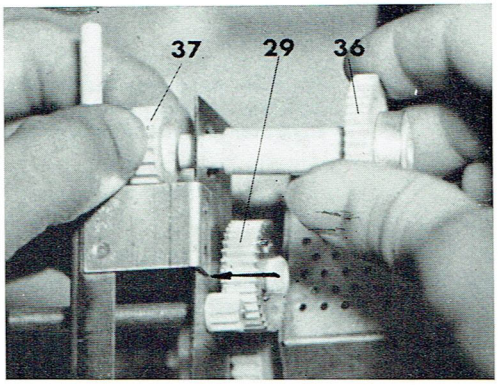

fig. 28
4° Remettre en place le pignon (37) puis le pignon (36) sans l'engrener sur le pignon (29) (fig. 28). ▶